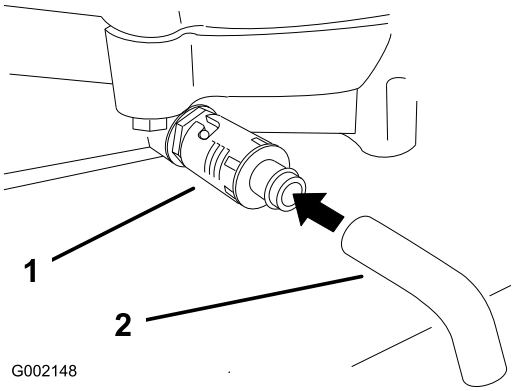

Figur 20
4. Ställ ett kärl under tömningshålet. Rotera oljetömningsventilen så att oljan töms ut (Figur 20).